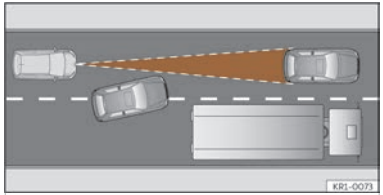

**Fig. 126** Vehicle changing lanes.
- Vehicles that move into your lane, a short distance from your vehicle ››› **Fig. 126**.